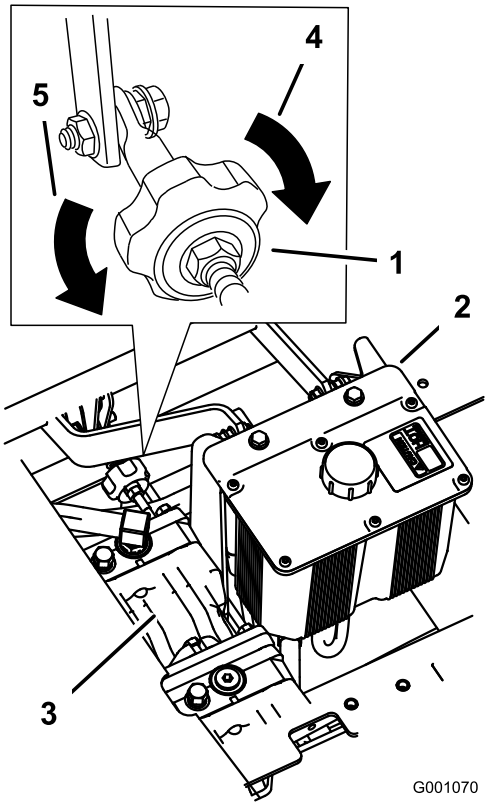

**Figuur 81**
2. U stelt de lengte van de pompstang af door de knop in de juiste richting te draaien totdat het wiel stilstaat of iets achteruit kruipt (Figuur 81).